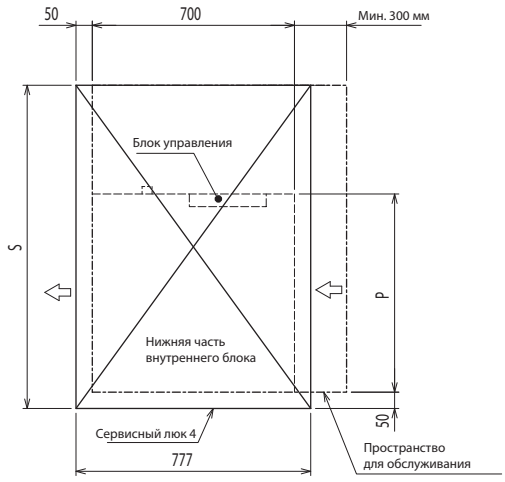

Рис. 5 (Вид по направлению стрелки B)
• Установите сервисный люк 4 под блоком управления и внутренним блоком, как показано на Рис. 5.